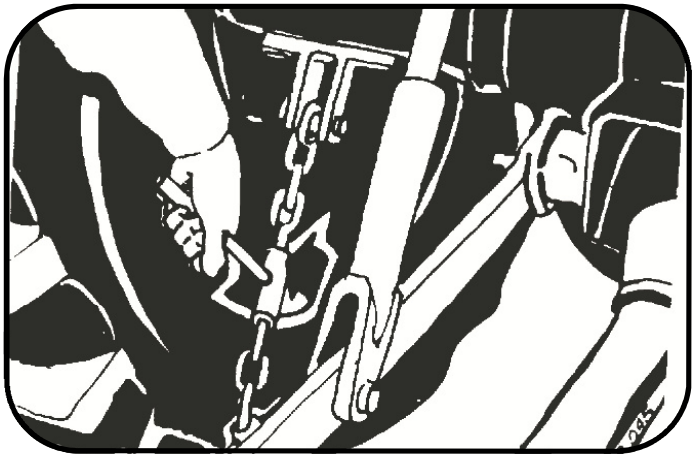

Rys. 20
- w celu uniknięcia ruchów poprzecznych podczas pracy należy wyregulować stabilizatorami ramiona podnośnika hydraulicznego ciągnika – Rys. 20.